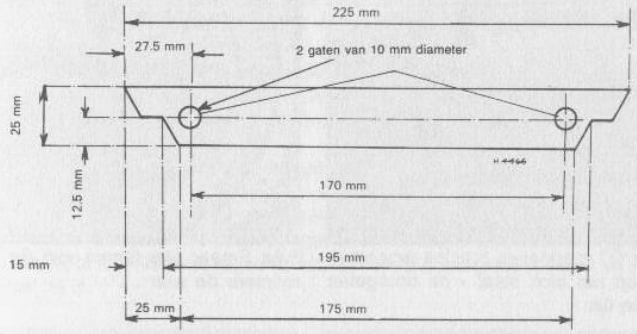

FIG. 2.3. VLIEGWIELBLOKKEERGEREEDSCHAP
11. Houd het vliegwiel tegen als de bouten worden losgedraaid. Op de foto's zijn twee manieren te zien. Het blokkeergereedschap van fig.2.3. moet worden aangepast; bij de latere modellen zitten de boutgaten anders. Als het vliegwiel geblokkeerd is, kunnen de vijf bouten worden losgedraaid en met de onderlegringen (bij modellen na 1981) worden verwijderd.